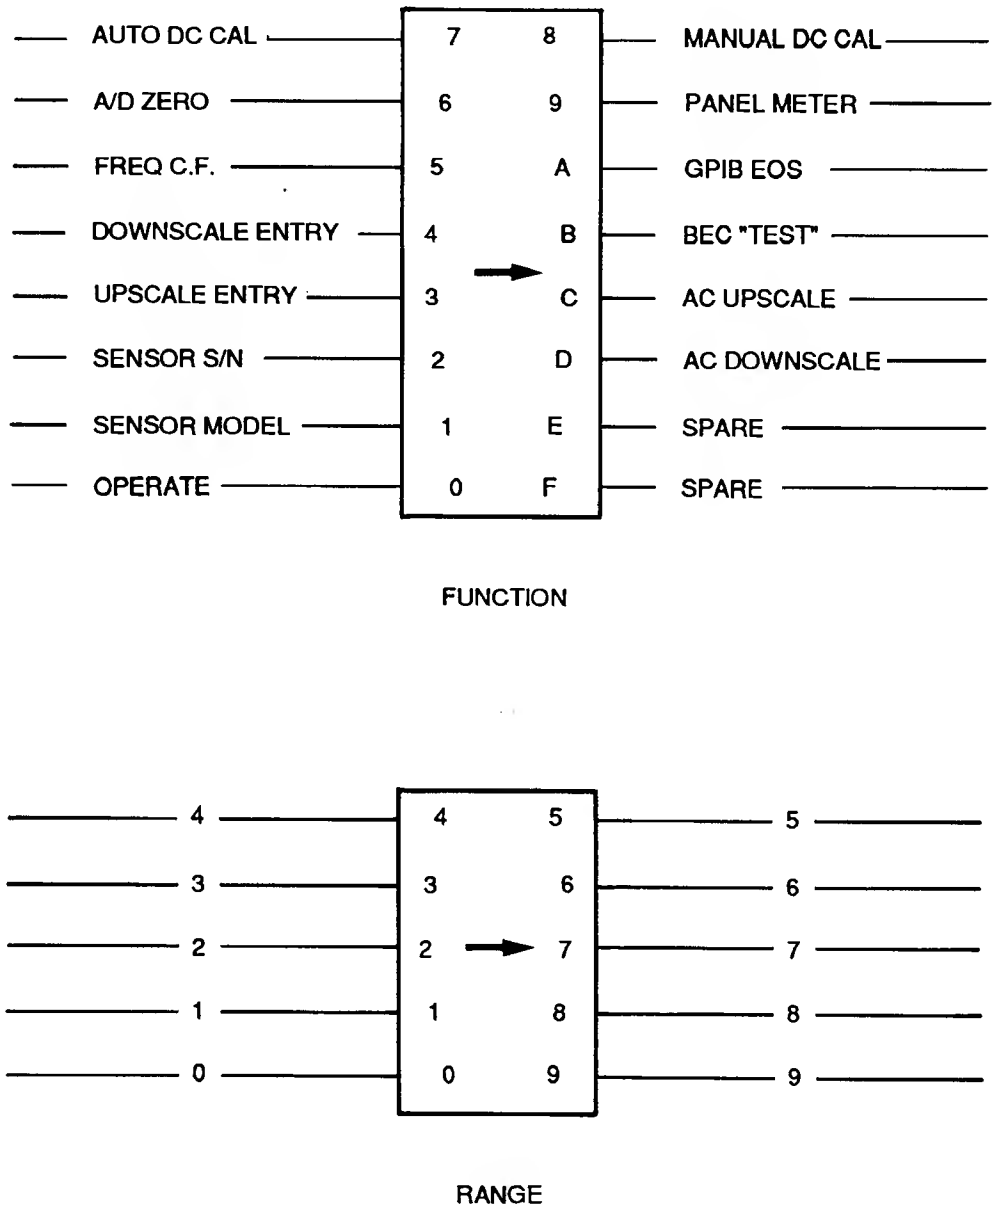
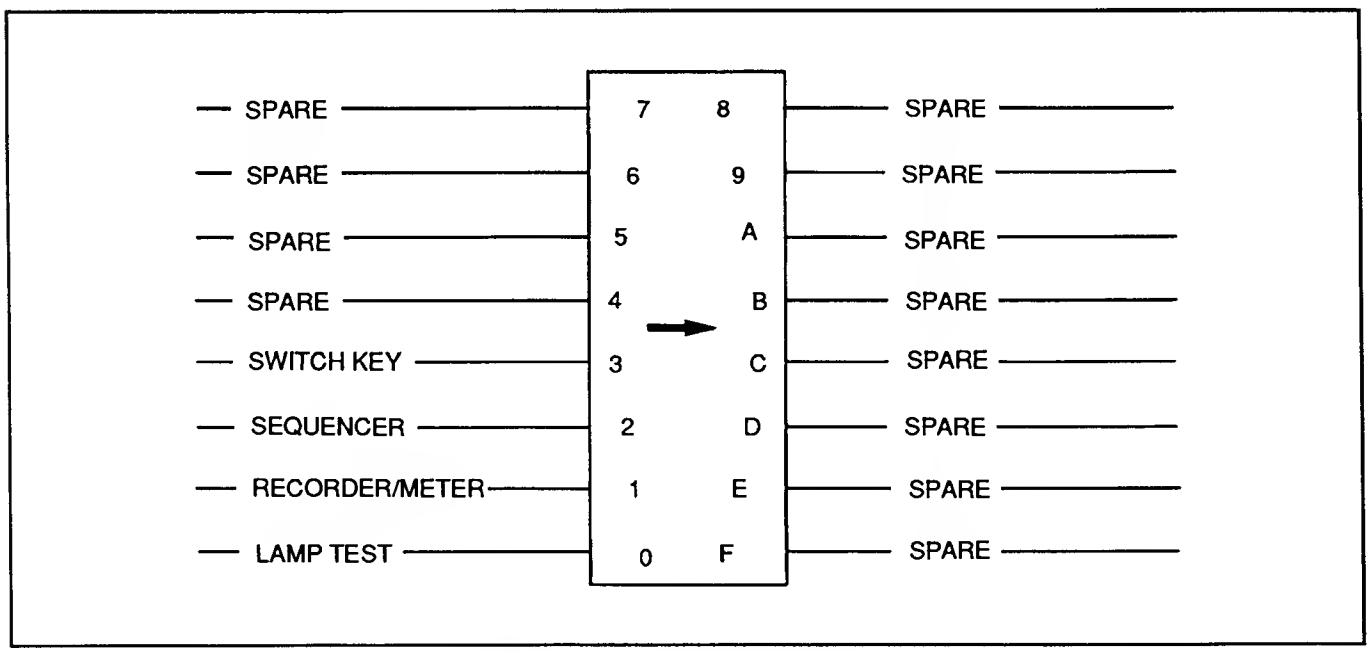

Figure 6-3. FUNCTION and RANGE Rotary Switch Positions
Figure 6-4. TEST Switch Positions
b. Set RANGE switch A5S1 and FUNCTION switch A5S2 to position 0 (Figure 6-3).
(1) Set FUNCTION switch A5S2 to position 2 (sensor S/N) (Figure 6-3).
(2) Using the front panel up and down arrow keys, increment or decrement the value shown on the dB CAL FACTOR display until this value corresponds to the last four digits of the sensor serial number given on the Sensor Calibration Data Sheet.
(3) Press the front panel LOAD REF key.
(1) Set FUNCTION switch A5S2 to position 3 (upscale entry) (Figure 6-3).
(2) Set RANGE switch A5S1 to position 0, which corresponds to range 0.
(3) Using the front panel up and down arrow keys, adjust the value shown on the dB CAL FUNCTION display to correspond with the upscale gain constant for range 0, as listed on the Sensor Calibration Data Sheet.
(4) Enter this value by pressing the LOAD REF key.
(5) Set RANGE switch A5S1 to position 1 and repeat steps (3) and (4), except use the upscale gain constant values given for range 1 on the Sensor Calibration Data Sheet.
(6) Set RANGE switch A5S1 to positions 2 through 6 in sequence, and enter the upscale gain constant values given for the corresponding ranges on the Sensor Calibration Data Sheet in the same manner.
(1) Set FUNCTION switch A5S2 to position 4 (downscale entry) (Figure 6-3).
(3) Using the front panel up and down arrow keys, adjust the value shown on the dB CAL FACTOR display to correspond with the downscale gain constant for range 0, as listed on the Sensor Calibration Data Sheet.
(5) Set RANGE switch S5S1 to position 1 and repeat steps (3) and (4), except use the downscale gain constant value given for range 1 on the Sensor Calibration Data Sheet.
(6) Set RANGE switch A5S1 to positions 2 through 6 in succession and enter the downscale gain constant value given for the corresponding ranges on the Sensor Calibration Data Sheet in the same manner.
(1) Set FUNCTION switch A5S2 to position 5 (frequency cal factor) (Figure 6-3).
(2) If the decimal point in the dB CAL FACTOR display is not blinking, press the LOAD REF key.
(3) Using the up and down arrow keys, scroll the dB CAL FACTOR display until the display shows FR.00.
(4) Press the LOAD REF key. The blinking decimal point will shift to the main data display.
(5) Using the up and down arrow keys, scroll the main data display until a frequency value of 00.00 is shown.
(1) Set FUNCTION switch A5S2 to position 6 (A/D zero) (Figure 6-3).
(2) Connect DC range calibrator, Boonton Model 2510, to the front panel SENSOR connector.
(3) Set the DC range calibrator to range 5, the source resistance to 500K ohms, and the output to on.
(4) The dB CAL FACTOR display should show a value of approximately 6635. Press the LOAD REF key.
(5) Change the DC range calibrator to range 4.
(6) The dB CAL FACTOR display should show a value of approximately 664. Press the LOAD REF key.
(7) The main data display will now show the zero correction value (nominally 0000 $\pm$10).
(1) Set FUNCTION switch A5S2 to position 7 (Auto DC cal) (Figure 6-3) and RANGE switch A5S1 to position 0.
(3) Set the DC range calibrator to range 0, the source resistance to 500K ohms, and the output to off.
(4) Press the front panel ZERO key. The Model 4220 will perform the zeroing routine. After zeroing has been completed, the dB CAL FACTOR display should show a value of approximately 5000, and the main data display should show a value near 0000.
(5) Set the DC range calibrator output to on. The main data display of the Model 4220 should show a value of approximately 6635.